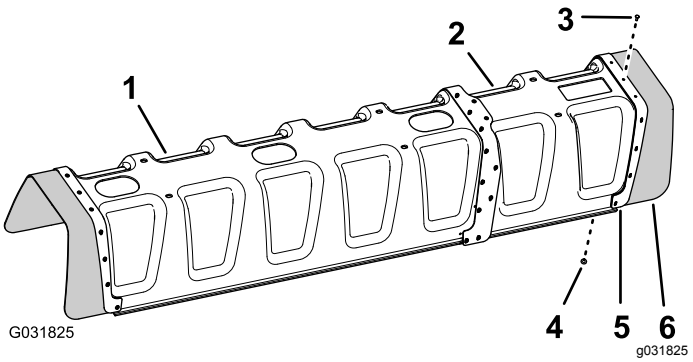

Figuur 149
5. Lijn de gaten in de rubberen afdekking en de verstevigingsplaat (enkele rij) die u verwijderd hebt in stap 2 uit met de gaten in het uiteinde van het verlengstuk van de afdekking (Figuur 149).